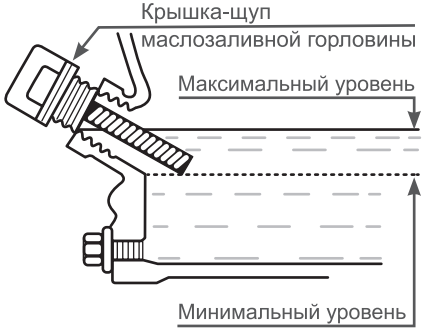

Рис. 7 Проверка уровня масла в картере
Максимальный уровень масла в картере соответствует нижней кромке заливного отверстия (Рис. 7).
4. Аккуратно извлеките щуп и осмотрите его. Уровень масла должен соответствовать верхней отметке на щупе. При недостаточном уровне масла в картере необходимо долить чистое масло до верхней отметки на щупе, что соответствует нижней кромке заливного отверстия (Рис. 7).